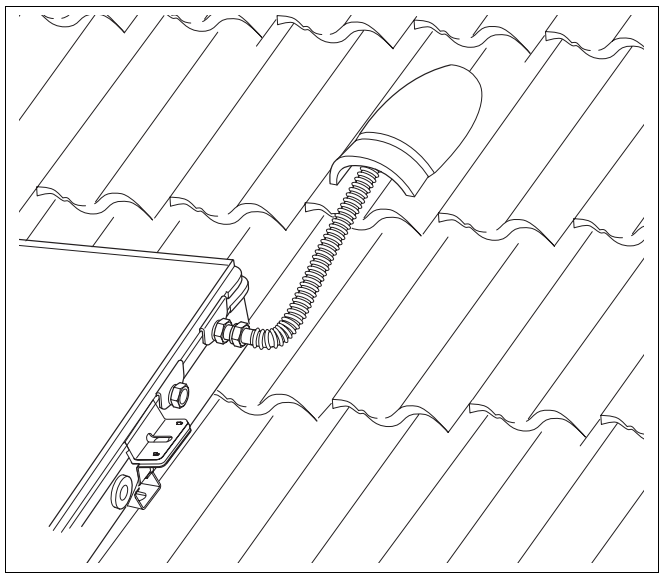

Afb. 52 Montage van de vertrekleiding KS-compleetstation
- Leid de inox flexibele slang door de opening (afb. 52) van de boven het collectorveld liggende verluchtingspan en door de dakisolatie.